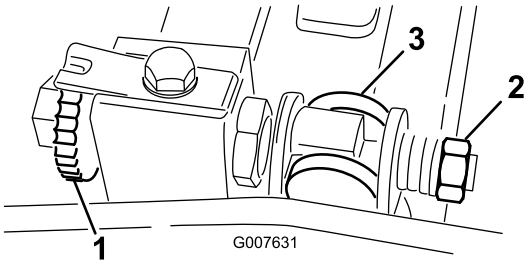

**Rysunek 54**
1. Obróć śrubę regulacyjną w kierunku przeciwnym do kierunku ruchu wskazówek zegara w celu odwrócenia noża dolnego od wirnika (Rysunek 54).
2. Wykręcaj nakrętkę regulacji naprężenia sprężyny do momentu, gdy podkładka nie będzie już naprężona względem noża dolnego (Rysunek 54).